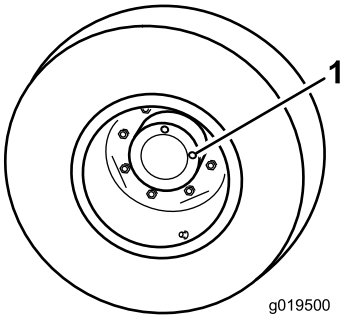

Рисунок 14
1. Поставив машину на ровную поверхность, расположите колесо так, чтобы одна контрольная пробка (Рисунок 14) находилась в положении 12 часов, а вторая в положении 3 часа.
2. Снимите пробку в положении 3 часа (Рисунок 14). Уровень масла должен располагаться у низа отверстия контрольной пробки.